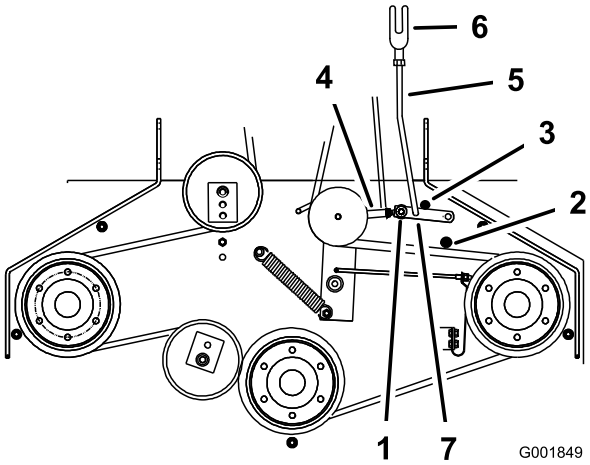

Figuur 48
5. Controleer of de hulparm zich tegen de achterste aanslag op het maaidek bevindt (Figuur 48).
7. De hulparm moet contact maken met de voorste aanslag op het maaidek. Als dit niet het geval is, moet u de haakse hendel zo afstellen dat deze zich dichter bij de versterkingsplaat bevindt (Figuur 48).
8. Om de koppeling van de hulparm af te stellen, moet u de R-pen uit de hulparm verwijderen (Figuur 48).
11. Steek de koppeling in de hulparm en bevestig het geheel met de R-pen (Figuur 48).